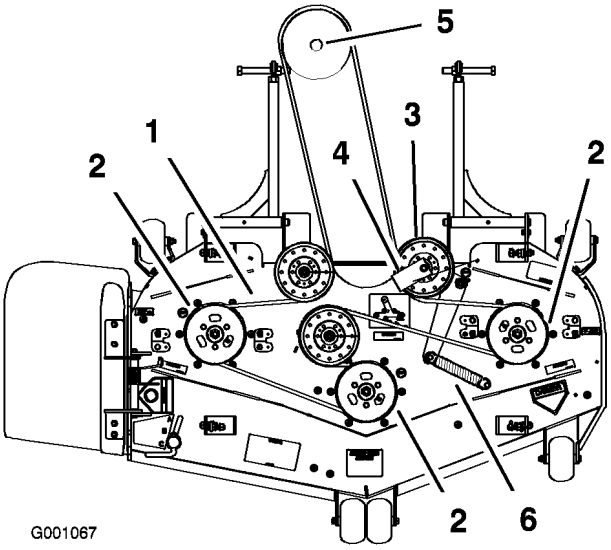

Figur 57
6. Før den nye rem rundt om plæneklipperens remskive og gearkassens remskive under motoren (Figur 57).
7. Monter fjederen på styrearmen (Figur 57).
8. Monter remstyret på den fjederbelastede remskive i en vinkel på 45 grader som vist i Figur 57.